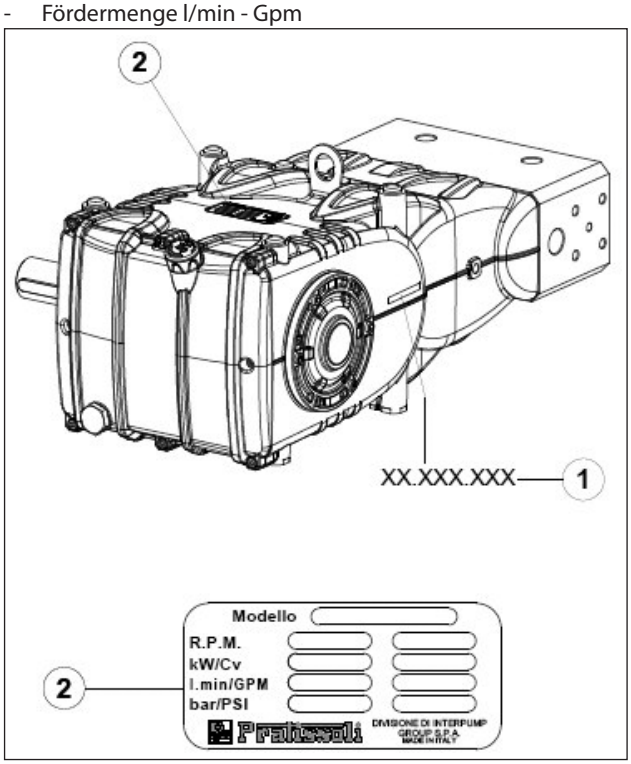

Abb. 1
Jede Pumpe Abb. 1 ist gekennzeichnet durch: eine Seriennummer XX.XXX.XXX, siehe Pos. ① und ein Typenschild, siehe Pos. ② mit folgenden Daten: